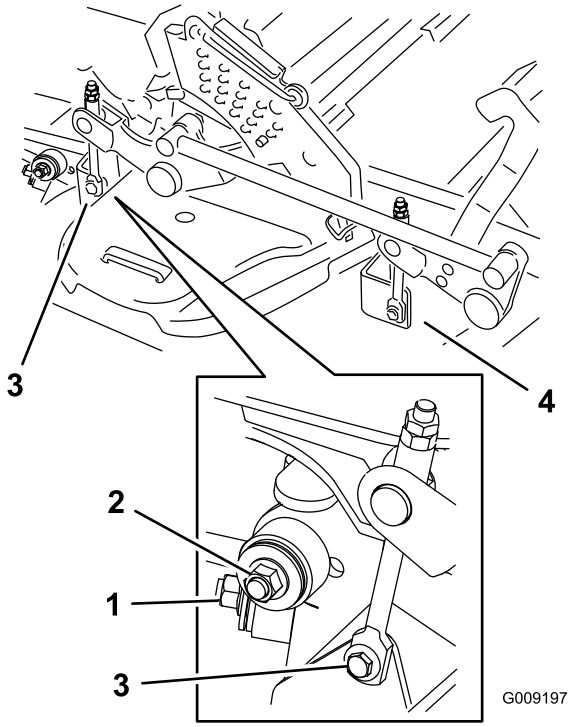

**Figuur 97**
8. Verwijder de bevestigingsmaterialen aan beide zijden van het maaidek zoals wordt getoond in Figuur 97 en bewaar deze materialen.